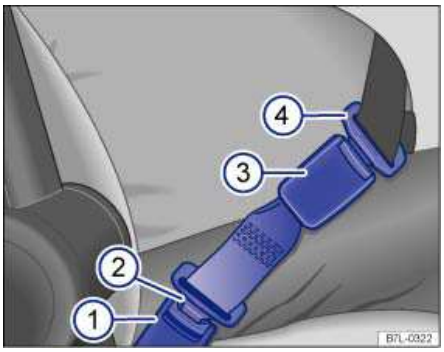
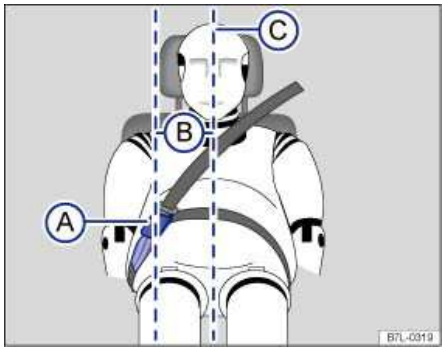

**Fig. 60** A safety belt extender properly attached to the factory-installed safety belt.
**Fig. 61** Positioning of the safety belt extender.
**Key to** fig. 60:
(1) Vehicle safety belt buckle.
(2) Buckle tongue on the safety belt extender.
(3) Safety belt buckle on the safety belt extender.
(4) Safety belt buckle tongue on the factory-installed safety belt.
**Key to** fig. 61:
- Insert the buckle tongue on the safety belt extender ⇒ fig. 60 (2) into the vehicle belt buckle for the seat where the safety belt extender is being used (1).
- **Never use a safety belt extender if the distance (B) between the front edge of the safety belt extender buckle (A) and the centerline of the person using the safety belt extender**
**⇒ fig. 61 (C) is less than 6 inches (15 cm).**